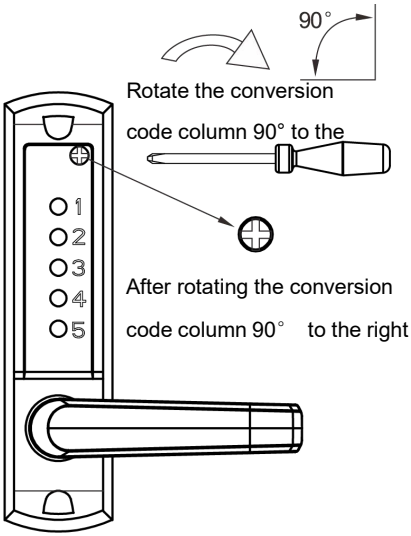
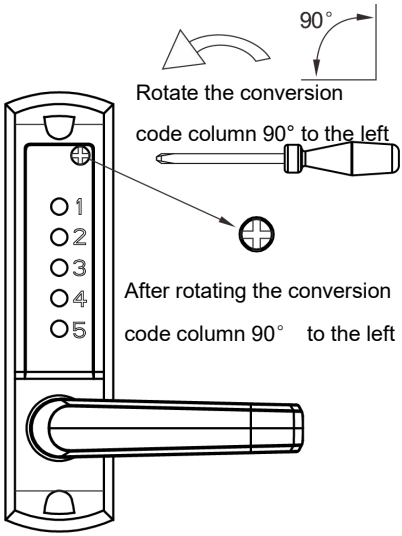

FIG1
FIG2
3) Voer het oorspronkelijke wachtwoord 123 of het oude wachtwoord in, draai vervolgens met een schroevendraaier de codekolom 90 graden naar rechts en til de hendel omhoog om het oude wachtwoord te wissen (zoals weergegeven in afbeelding 1). Voer het nieuwe wachtwoord in dat u wilt instellen en draai tot slot met een kruiskopschroevendraaier de codekolom 90 graden naar links en druk de hendel naar beneden om de instelling te voltooien (zoals weergegeven in afbeelding 2).